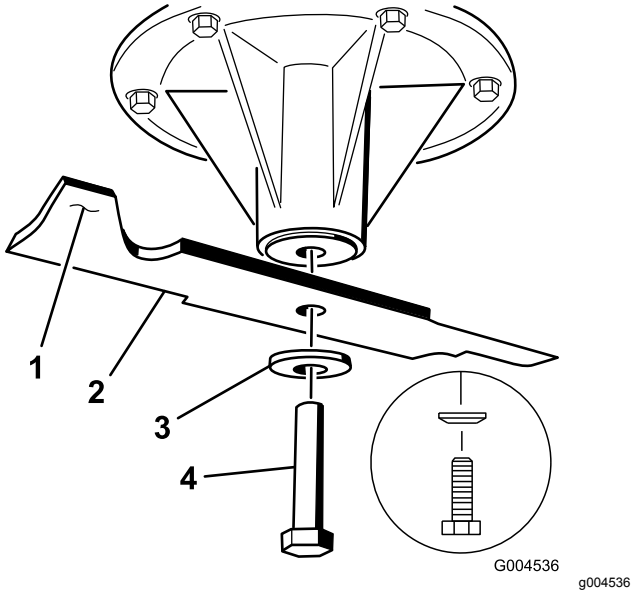

Figur 102
2. Fjern knivbolten, bueskiven og kniven fra spindelakselen (Figur 102).